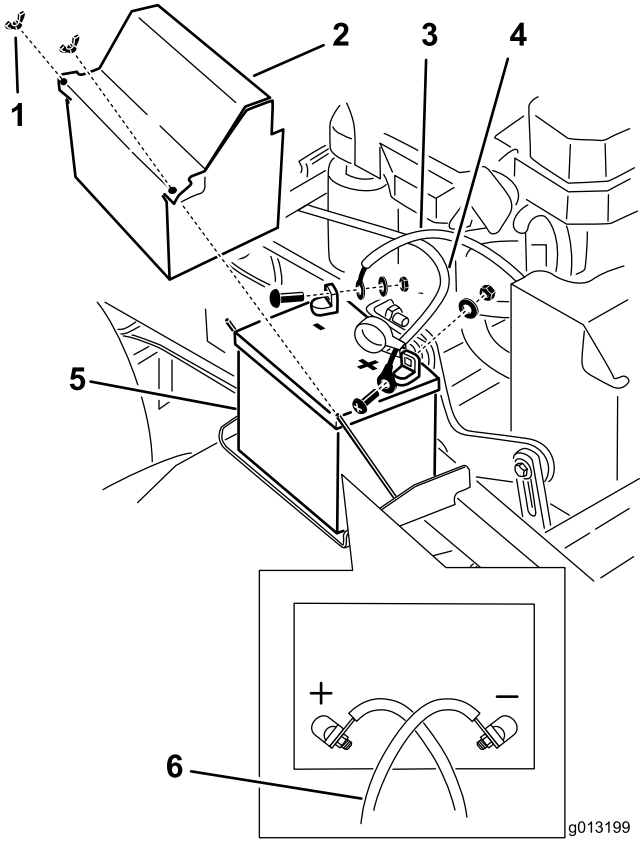

Bild 53
3. Klemmen Sie zunächst das Minuskabel vom Minuspol (–) der Batterie ab (Bild 53).
4. Ziehen Sie die rote Polkappe vom (roten) Pluspol der Batterie ab. Ziehen Sie dann das (rote) Pluskabel ab (Bild 53).
5. Entfernen Sie die Batteriebefestigungsplatte (Bild 53) und nehmen Sie die Batterie heraus.
1. Setzen Sie die Batterie in die Maschine (Bild 53).
3. Klemmen Sie zunächst das (rote) Pluskabel am Pluspol (+) der Batterie mit einer Mutter, Scheibe und Schraube an (Bild 53). Schieben Sie die Gummiabdeckung über den Batteriepol.
4. Klemmen Sie dann das Minuskabel und Erdkabel am Minuspol (–) der Batterie mit einer Mutter, Scheibe und Schraube an (Bild 53).
Hinweis: Die Batteriekabel überkreuzen sich, wenn sie richtig installiert sind (Bild 53).